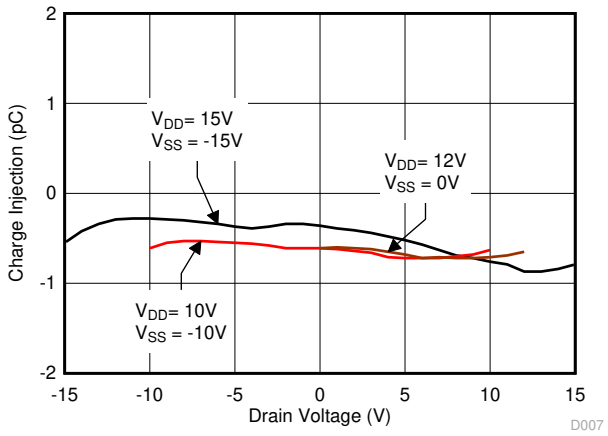

Figure 6-15. Charge Injection vs Drain Voltage
The TMUX6136 utilizes special charge-injection cancellation circuitry that reduces the drain (D)-to-source (Sx) charge injection to as low as –0.4pC at V_S = 0V, as shown in Figure 6-15.